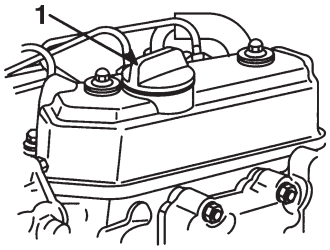

Bild 28
1. Entfernen Sie den Ölfülldeckel (Bild 28).